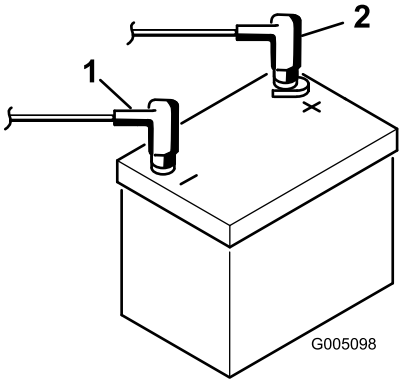

**Figur 6**
2. Koble de positive batterikablene (røde) fra startsolenoiden til den positive polen (+) på batteriet (Figur 6). Fest dem med en skrunøkkel, og dekk polene med vaselin. Pass på at kabelen ikke ligger over setet (i den bakerste stillingen), da dette vil resultere i slitasje eller skade på kabelen.